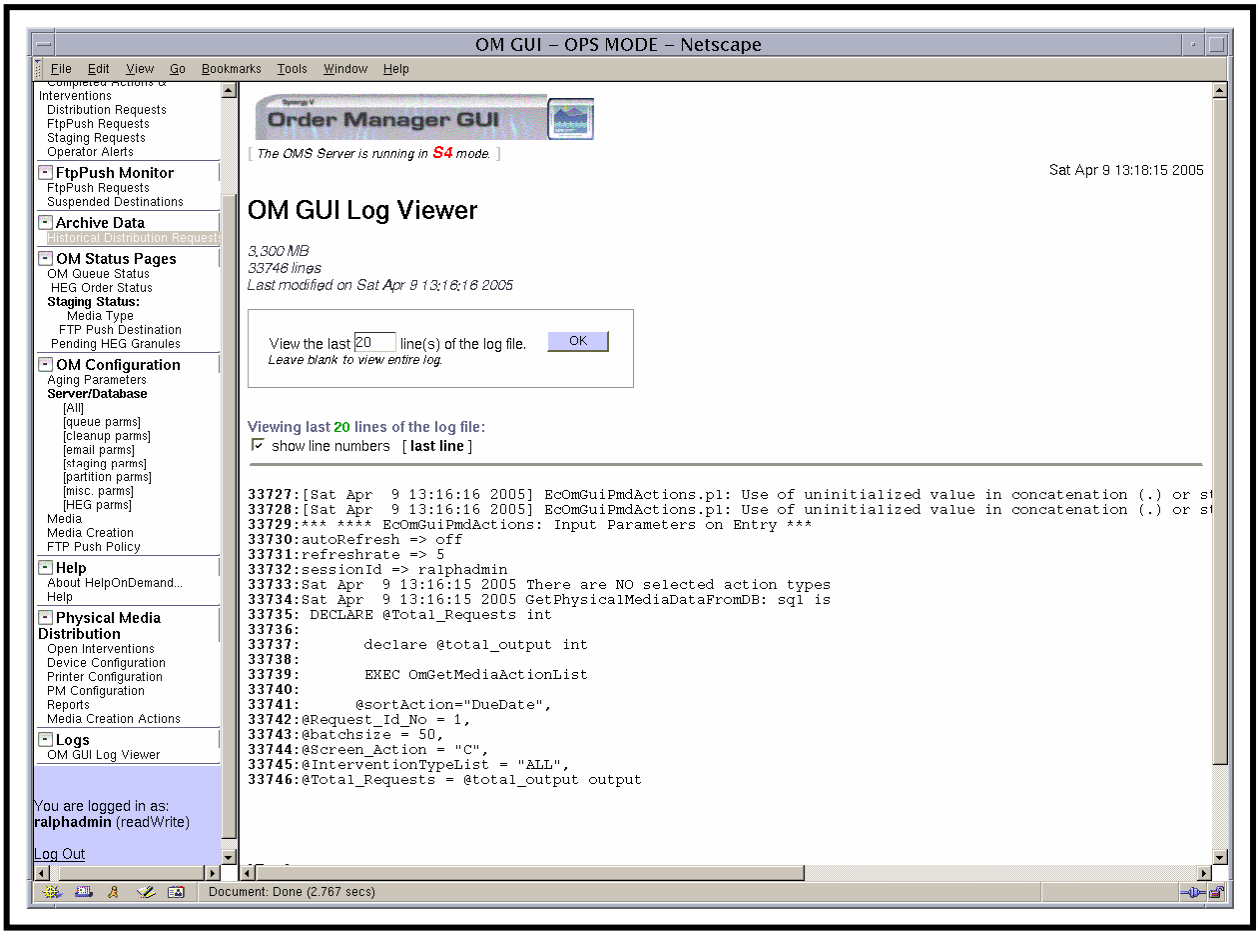

Figure 68. Example of OM GUI Log Contents
- The specified lines from the log file are displayed as shown in the example, Figure 68.